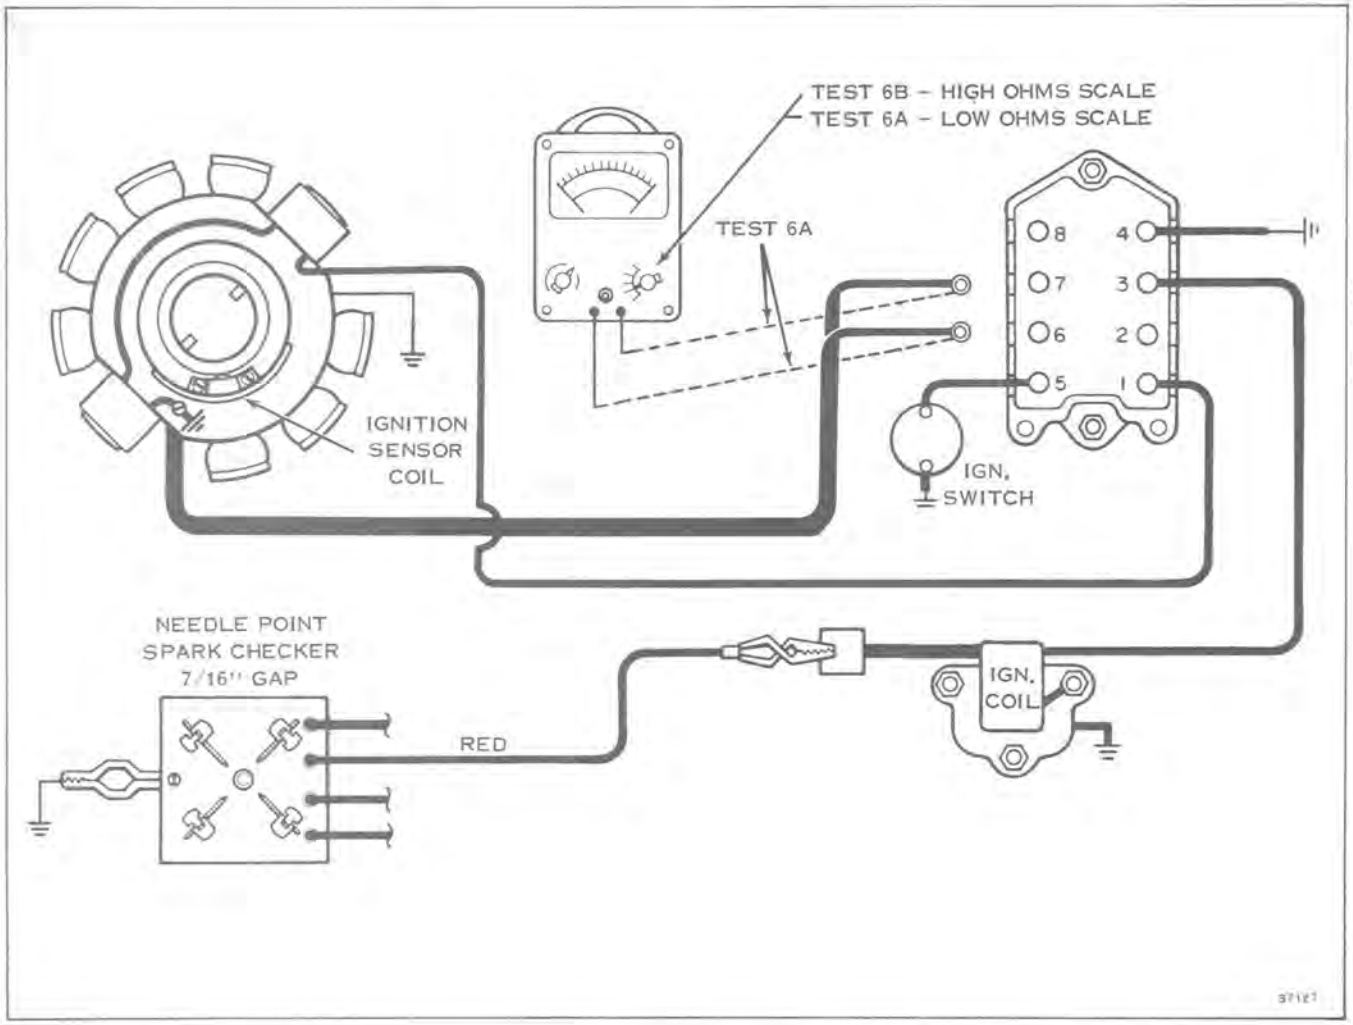

Figure 7-17
A. Remove the white/green stripe lead from terminal #6 and the black/white stripe lead from terminal #7. Check for 26 to 30 ohms resistance between leads #6 and #7. See Figure 7-17. If ignition sensor coil resistance does not come within these tolerances, it must be replaced. Check on low ohms scale.